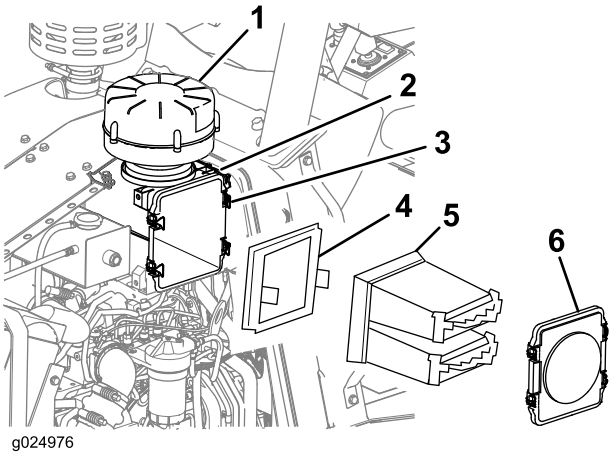

Figura 69
2. Desenganche los 4 enganches que sujetan la tapa del limpiador de aire y retire la tapa (Figura 69).
3. Retire los elementos primario y secundario del limpiador de aire de la carcasa del limpiador de aire (Figura 69).
4. Use un paño limpio y húmedo para limpiar el interior de la carcasa del limpiador (Figura 69).
10. Sujete la tapa del limpiador de aire a la carcasa del limpiador de aire con los cuatro cierres de la carcasa (Figura 69).